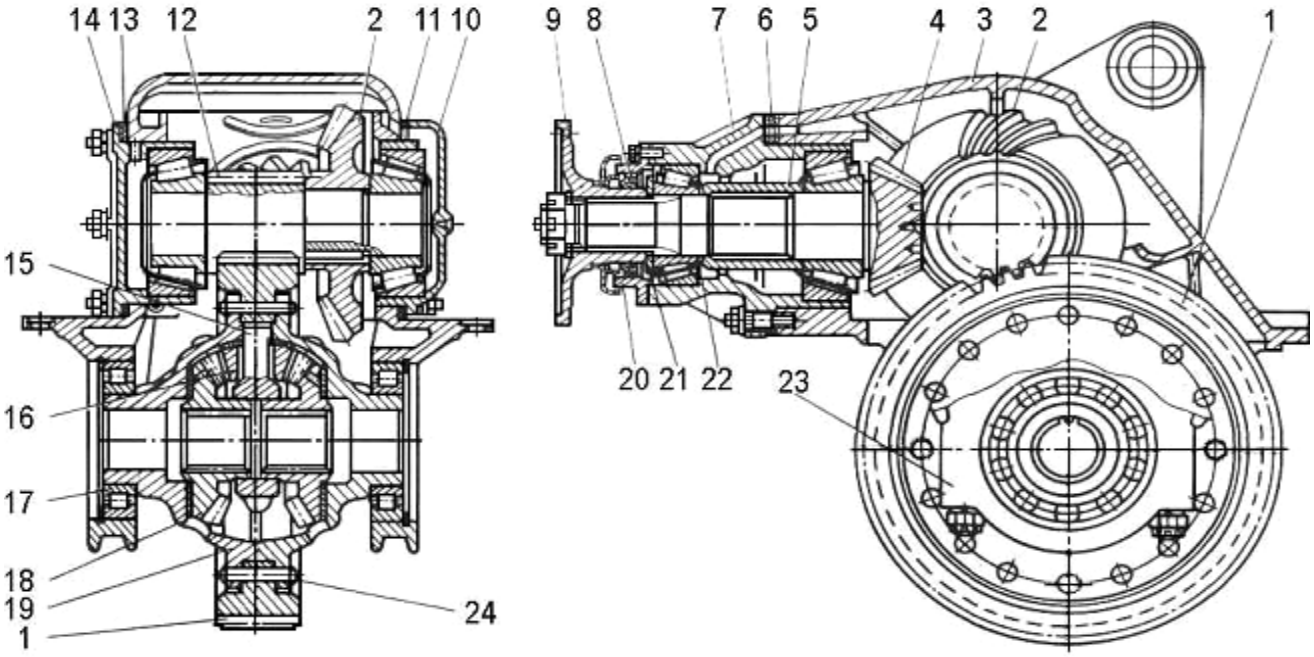
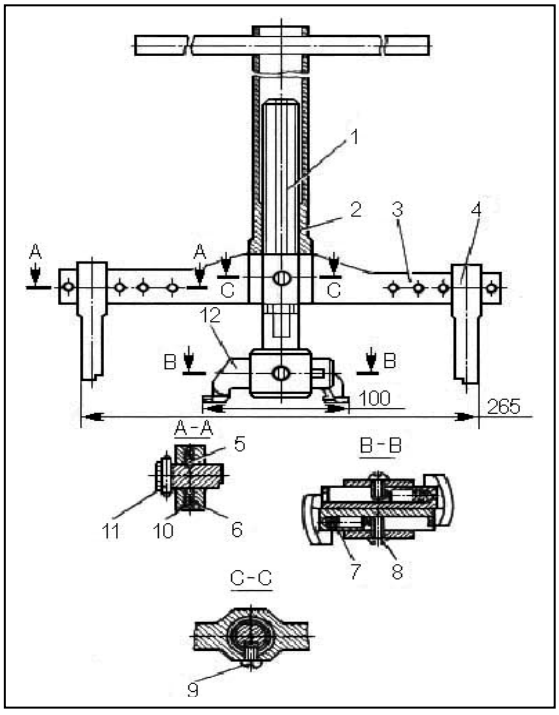
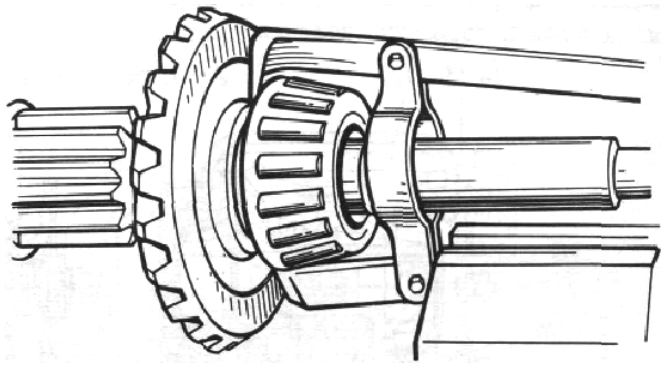
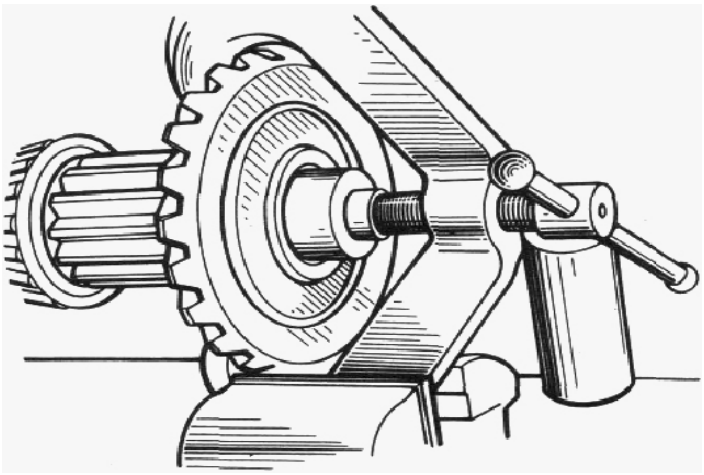

Рис. 30. Главная передача заднего (промежуточного) моста:
Рис. 31. Съемник для выпрессовки наружных колец подшипника из картера, крышек ведущей конической шестерни и ступиц колес:
Рис. 32. Спрессовка внутреннего кольца подшипника
Рис. 33. Спрессовка ведомой конической шестерни
1. Снять крышки 23 (рис. 30) подшипников дифференциала, а затем дифференциал в сборе. Установить крышки на прежние места.
8. Съемником (рис. 31) выпрессовать наружные кольца конических подшипников из картера ведущей конической шестерни 4 (см. рис. 30), правой 10 и левой 14 крышек.
Съемником (рис. 32) спрессовать внутренние кольца подшипников с хвостовика ведущей конической шестерни 4 (см. рис. 30) и с шеек ведущей цилиндрической шестерни 12. Наружные и внутренние кольца конических подшипников при разборке связать проволокой воизбежание их разукомплектования.
9. Съемником (рис. 33) спрессовать ведомую коническую шестерню 2 (см. рис. 30).
2. Запрессовать в корпус 7 (см. рис. 30) подшипников ведущей конической шестерни наружные, кольца подшипников